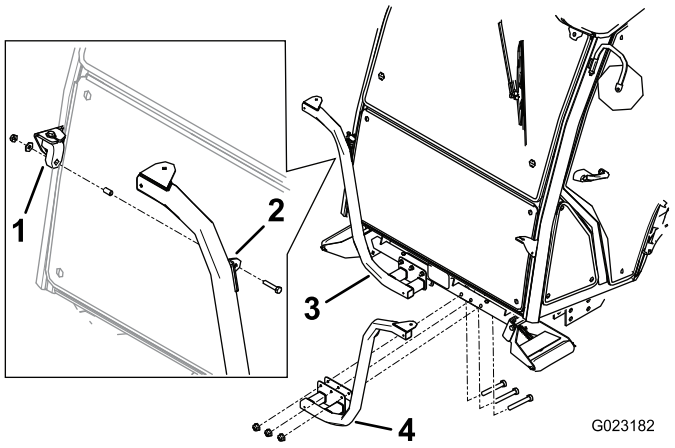

Figur 13
2. Monter løst venstre og højre forlygtebeslag på fronten af rullens støtterør med 6 bolte (3/8 x 2½ tommer) og flangemøtrikker (3/8 tomme). Placer beslagene som vist i Figur 13.